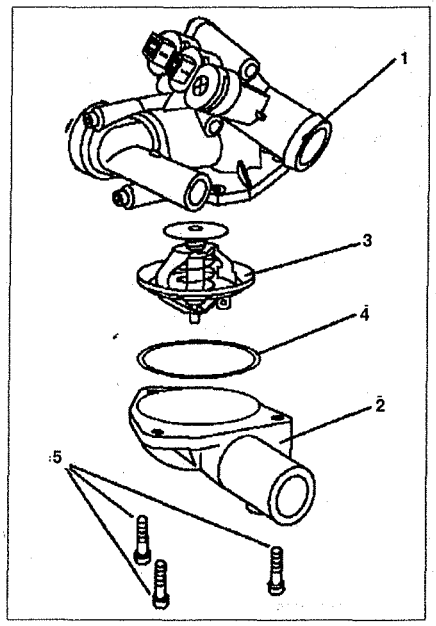

Рис. 3.37. Термостат:
2. Снимите корпус термостата **1** (см.рис.3.37).